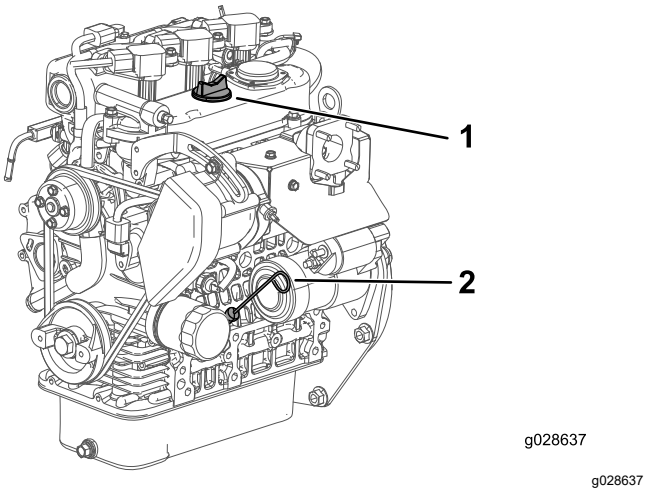

Figuur 15
2. Verwijder de peilstok (Figuur 15) en veeg deze af met een schone doek.
3. Steek de peilstok in de buis. Let erop dat de peilstok er volledig in schuift (Figuur 15).
4. Haal de peilstok eruit en controleer het oliepeil (Figuur 15).
5. Als het oliepeil te laag is, moet u de vuldop (Figuur 15) losdraaien en voldoende olie bijvullen totdat het peil de Vol-markering op de peilstok bereikt.
6. Plaats de peilstok weer stevig op zijn plaats (Figuur 15).